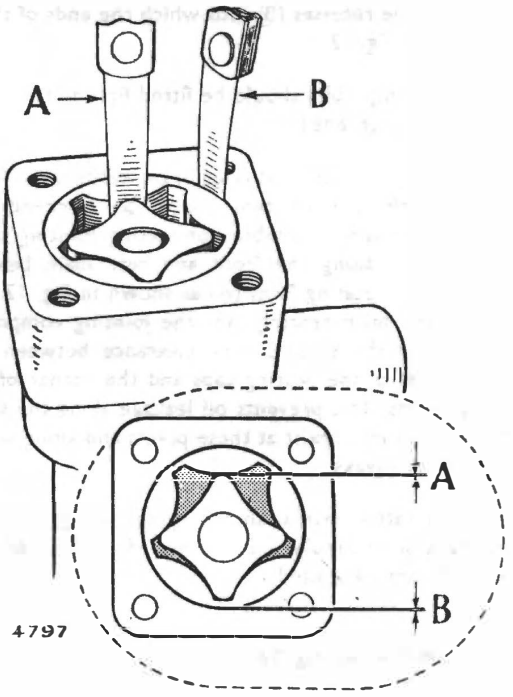

Fig. 16. *Checking oil pump rotor tip and outer rotor clearance.*
2. Side clearance between the top of the lobes on the inner and outer rotor as shown on Fig. 16.